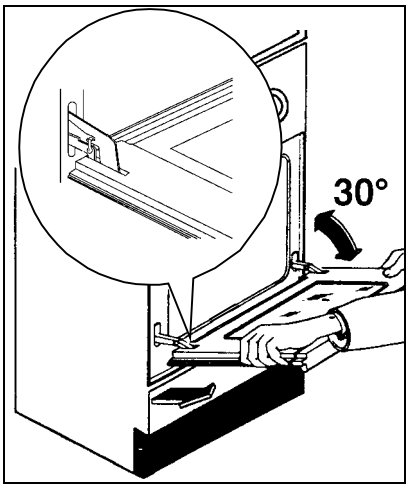

fig.14
- fermez partiellement la porte jusqu' à un angle de 30º. (fig. 14)